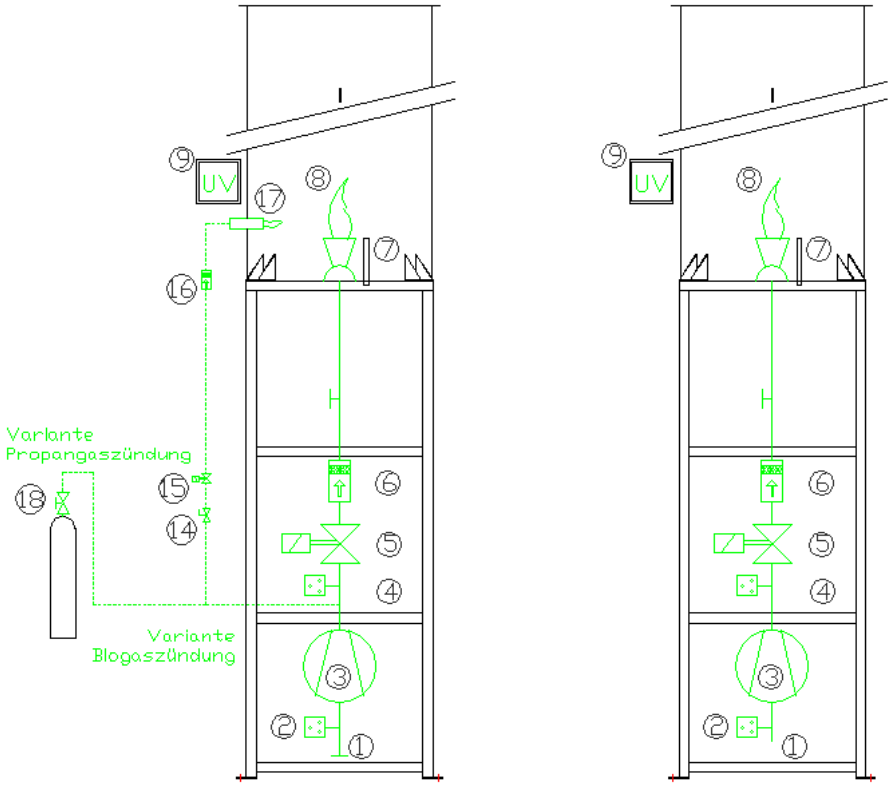
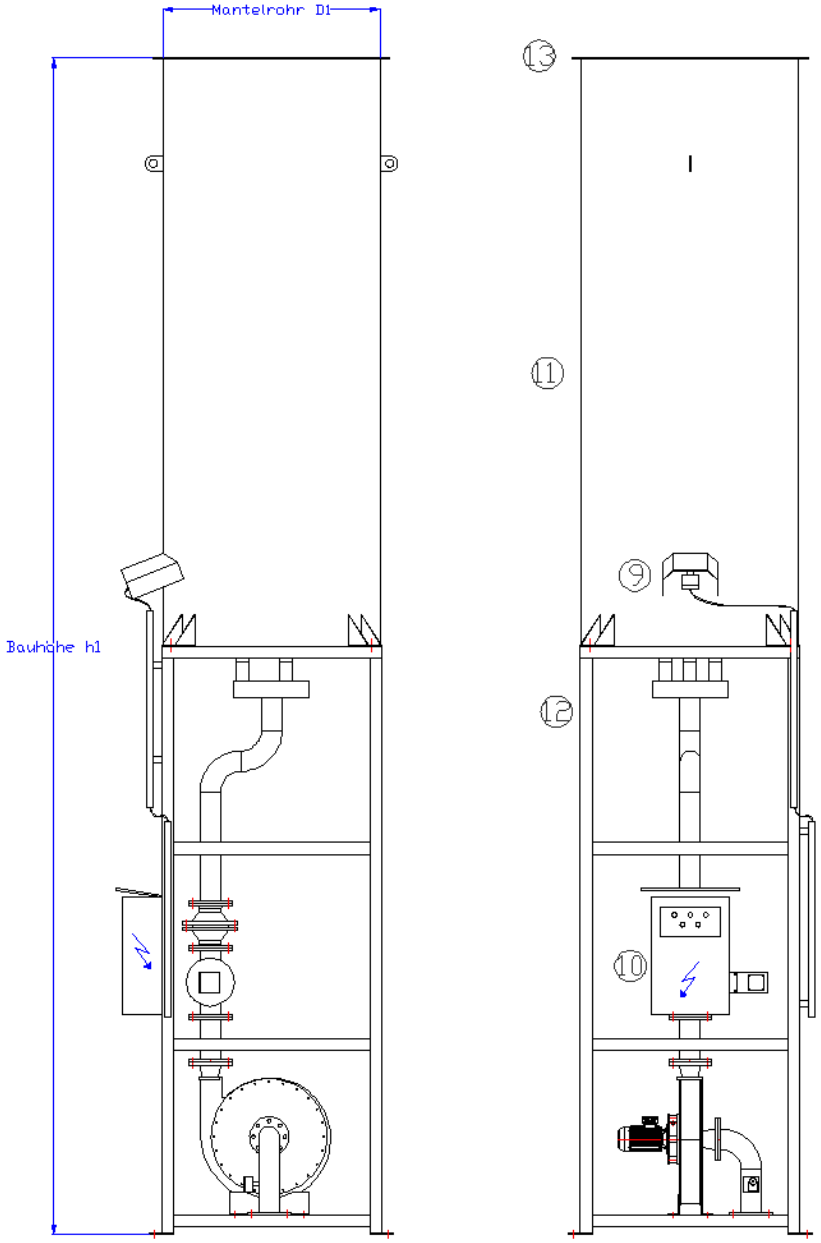

*Fig. 2. Schéma du gaz (à gauche, avec brûleur d'allumage ; à droite, sans brûleur)*
*Fig. 5.Plan coté MTU*
*pour le schéma correspondant, voir Fig. 5 page 13*
*Descriptions des positions, voir Fig. 2. page 9 et Fig. 5. page 13*